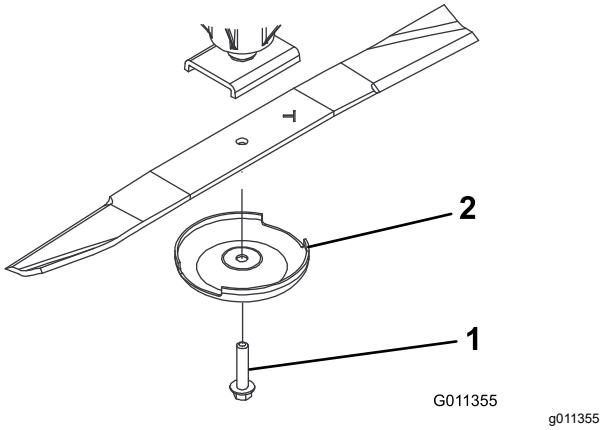

Figur 123
3. Fjern skæreknivsbolten, antiskalperingsskålen og skærekniven fra spindelakslen (Figur 123).